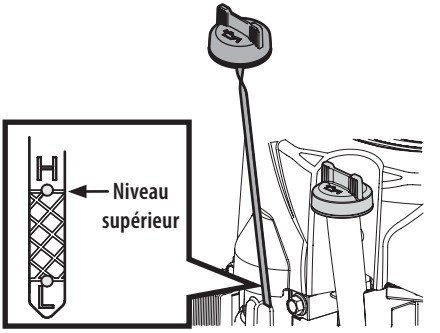

Figure 2
- Remplir l'huile jusqu'au repère supérieur de la jauge Figure 2.
1. Retirez le bouchon et essuyez la jauge (Figure 2).
3. Dévissez le bouchon et retirez la jauge du tube de remplissage. Vérifiez le niveau d'huile. S'il est sous le repère bas, ajoutez lentement de l'huile jusqu'à ce que le niveau soit au repère haut (Figure 2).